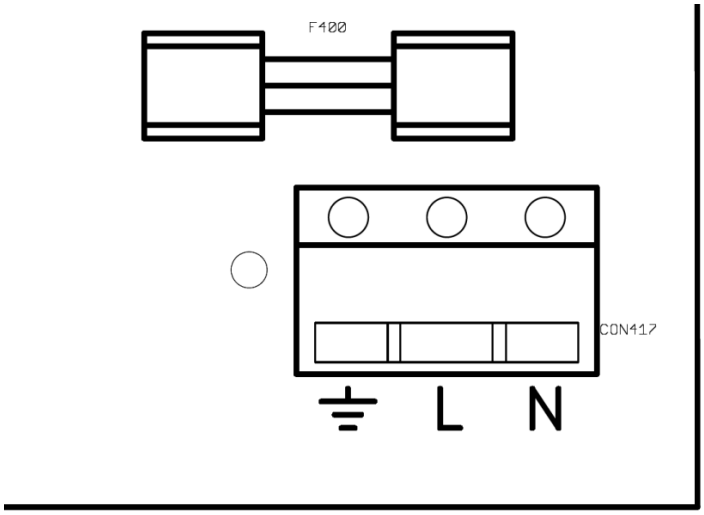

Figura 2 Morsetto di entrata rete alimentazione
2. Rimuovere il coperchio grigio del pannello anteriore del caricabatterie per consentire l’accesso al connettore di ingresso in CA, vedere Figura 2.